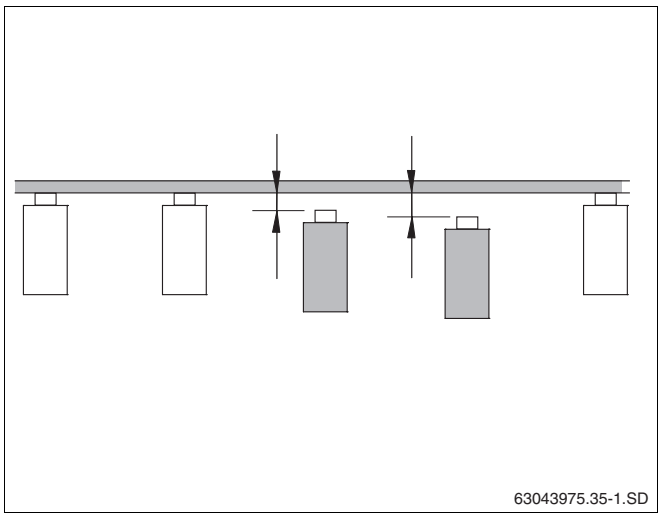

Abb. 12 Niveauunterschiede der Sparren ausgleichen
- Bei vorhandenen Niveauunterschieden der Sparren, müssen Sie diese bauseits ausgleichen (Abb. 12).